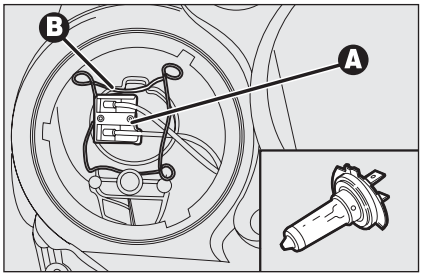

fig. 26 A0E0223m
- ❒ desenchufe el conector eléctrico **A-fig. 26**;
- ❒ monte la lámpara nueva y vuelva a fijar el gancho de la lámpara **B-fig. 26**;